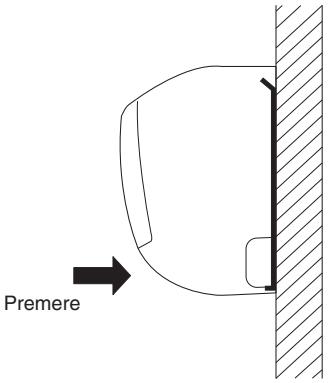

Fig. 3-22
(1) L'unità interna deve essere agganciata alle tre linguette d'aggancio superiori della piastra posteriore.
(2) Mentre si tiene rivolta in basso l'uscita dello scarico dell'aria premere la parte inferiore dell'unità interna sino ad avvertire l'avvenuto aggancio sulle due linguette inferiori della piastra posteriore (Fig. 3-22)